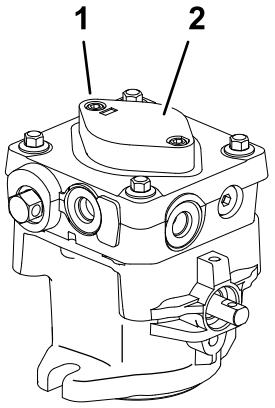

**Figur 54**
B. Lossa de två insexhuvudskruvarna (Figur 54) högst 1 ½ varv.